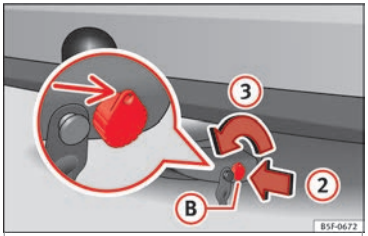

Fig. 228 Desbloquear cerradura
- Introduzca la llave (B) en la cerradura en sentido de la flecha (2) ››› **fig. 228**.
- Gire la llave en el sentido de la flecha (3) de la manera, que la parte agujereada de la llave se muestra hacia arriba.